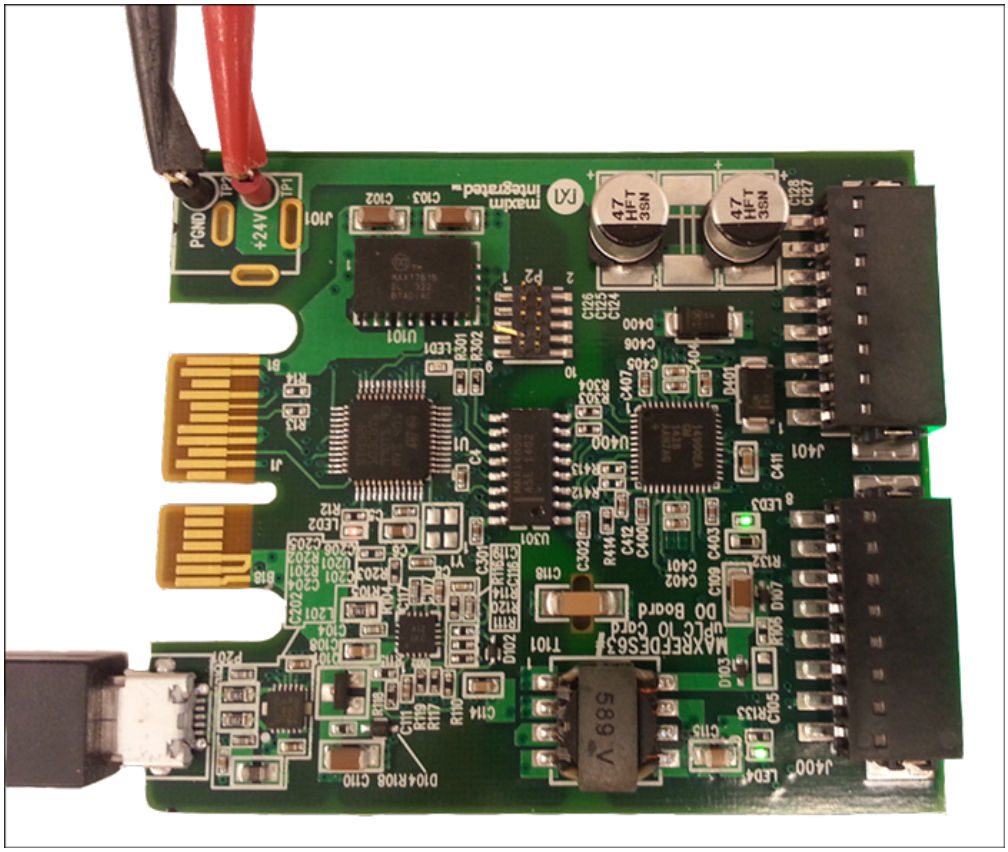

*Figure 4. Test setup.*
**Figure 4** and **Figure 5** shows the status of the LEDs with the output configuration byte set to 0xFF and the output data byte set to 0xAA.